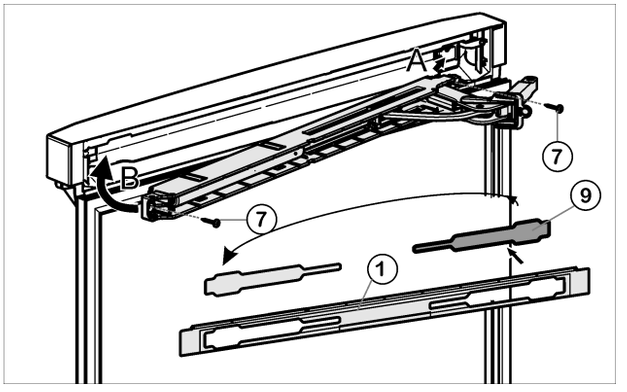

*Fig. 17*
▶ Suelte la cubierta *Fig. 17 (9)* del panel *Fig. 17 (1)* y vuélvala a colocar en el otro lado.
▶ Enganche (A) la unidad de amortiguador de cierre superior con la articulación en el lado de la bisagra y gírela hacia dentro (B).
▶ Atornille la unidad de amortiguador de cierre (2 Torx® 15) *Fig. 17 (7)*.